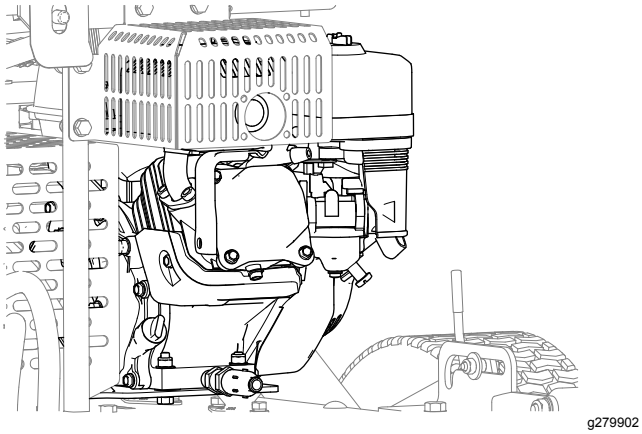

**Figuur 41**
4. Verwijder vuil en stof van de motor en de koelribben van de motor (Figuur 41).